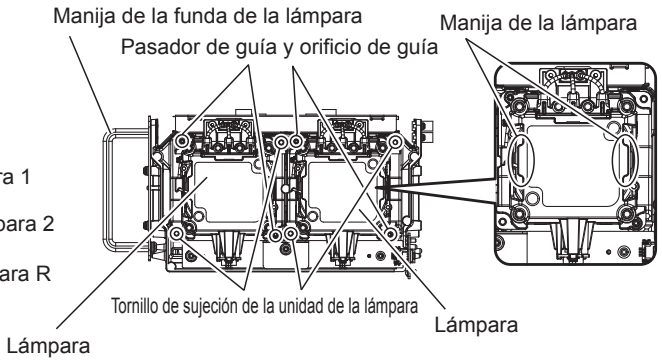
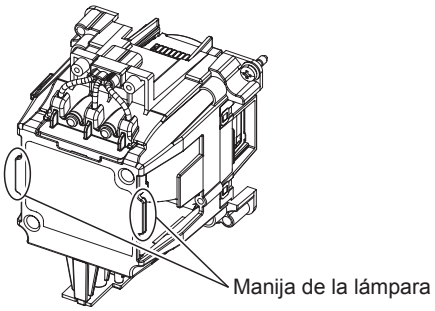

Figura 4
Figura 5
4) Quite la lámpara. (Figura 4, Figura 5)